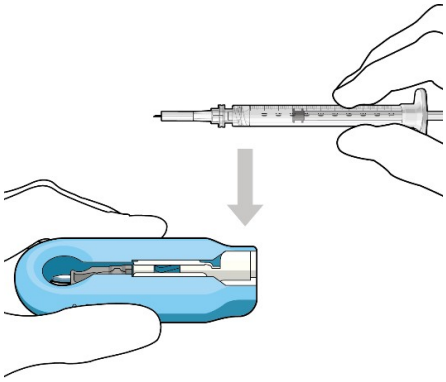

Figure 18
- Lower the syringe into the carrier (Figure 18).